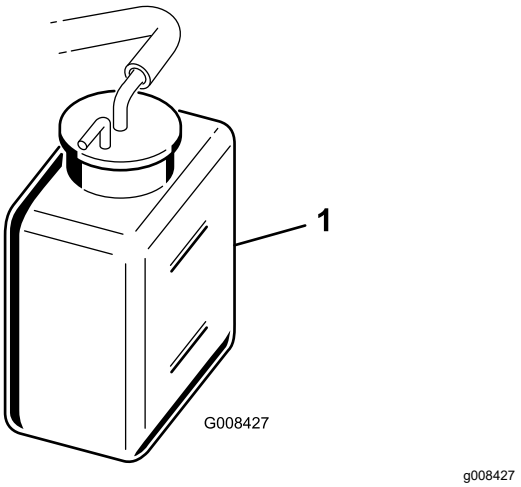

Figure 45
2. Vérifiez le niveau du liquide de refroidissement (Figure 45).